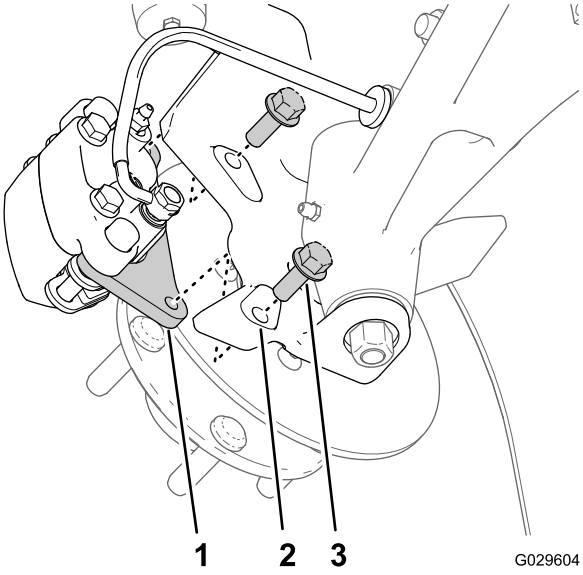
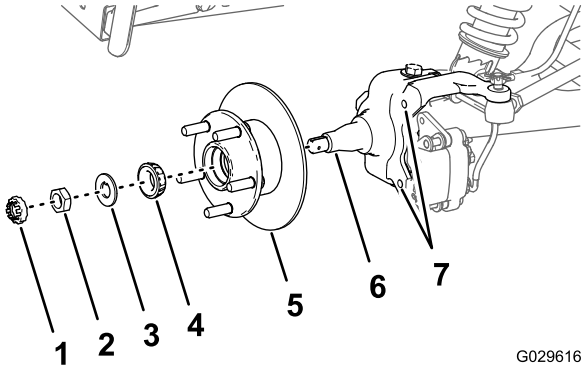

Figur 29
Figur 33
3. Ta bort flänsskruvarna (3/8 x 1 tum) som håller fast fästet för bromsenheten vid spindeln och skilj bromsen från spindeln (Figur 29).
1. Stryk på ett tunt lager av det angivna fettet på spindeln (Figur 33).
2. Montera navet och rotorn på spindeln med rotorn inåt (Figur 33).
3. Montera det yttre lagret på spindeln och placera lagret på den yttre banan (Figur 33).
4. Montera säkringsbrickan på spindeln (Figur 33).
5. Gänga på spindelmuttern på spindeln och dra åt muttern samtidigt som du roterar navet (Figur 33).
2. Rikta in bromsklossarna på vardera sidan om rotorn (Figur 29) och hålen i bromsokets fäste med hålen i bromsfästet på spindelramen (Figur 33).
3. Montera bromsokets fäste på spindelramen (Figur 29) med de två flänsskruvarna (3/8 x 1 tum) och dra åt skruvarna till 47–54 Ncm.